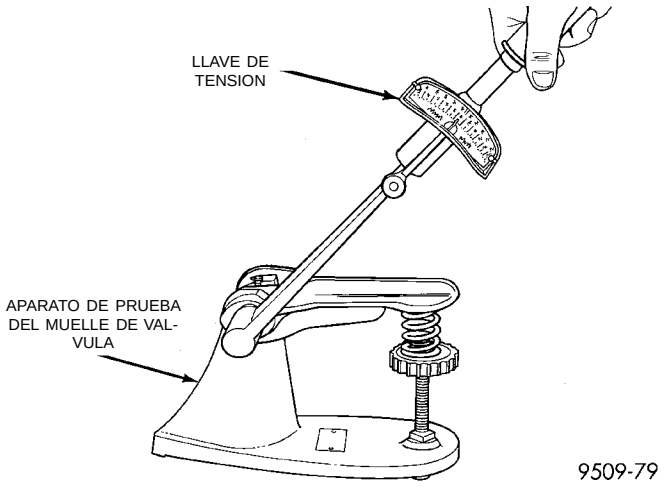

Fig. 94 Prueba del muelle de válvula
(1) Siempre que se han retirado las válvulas para realizar una inspección, rehabilitación o reemplazo, debe realizarse una prueba de los muelles de válvula con la Herramienta especial C-647. Como ejemplo, la longitud de compresión del muelle al que se le realiza la prueba es de 33,34 mm (1-5/16 pulgadas). Gire el disco de apoyo del muelle hasta que la superficie esté alineada con la marca de 33,34 mm (1-5/16 de pulgadas) del espárrago roscado y la marca del cero de la parte delantera del disco. Coloque el muelle encima del espárrago situado en el disco y levante la palanca de compresión para fijar la posición del dispositivo fónico (Fig. 94). Tire de la llave de tensión hasta que se oiga un chasquido. En ese momento, tome la lectura de la llave de tensión. Multiplique dicha lectura